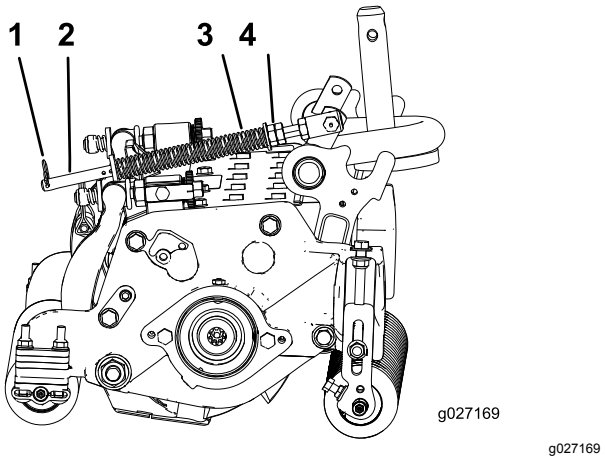

Figure 19
1. Vérifiez que la goupille fendue est insérée dans le trou de la tige de ressort (Figure 19).
2. Serrez les écrous hexagonaux à l'extrémité avant de la tige de ressort jusqu'à ce que la longueur du ressort comprimé soit égale à 15,9 cm (Figure 19).